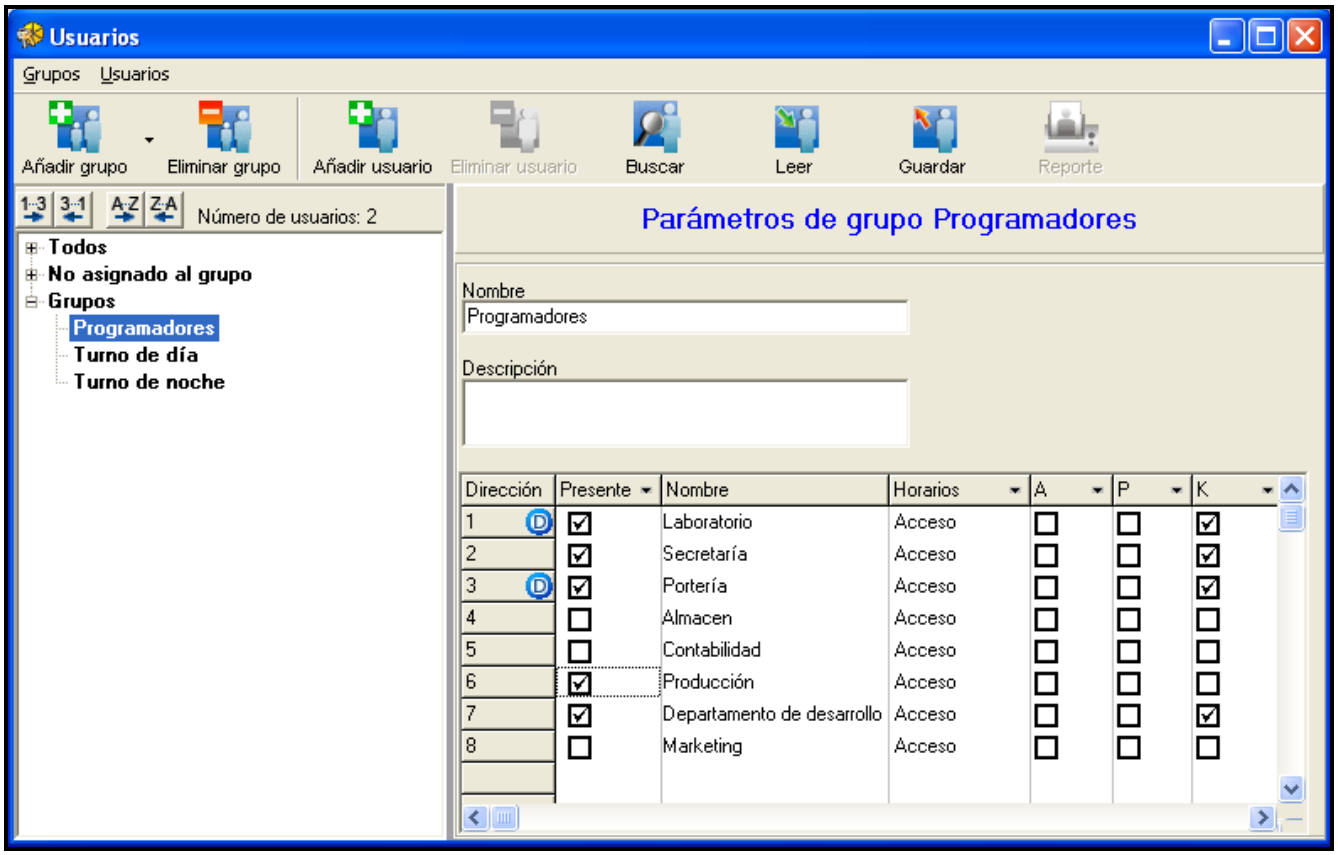

Fig. 29. Ejemplo de ajustes del grupo de usuarios.
2. Hacer clic sobre el botón y seleccionar el comando AGRUPAR USUARIOS (ver: fig. 29). Los usuarios no asignados a ningún grupo serán asignados al primer grupo disponible de parámetros correspondientes a los parámetros de usuario. Si ningún grupo corresponde a los parámetros de usuario, un nuevo grupo será creado.